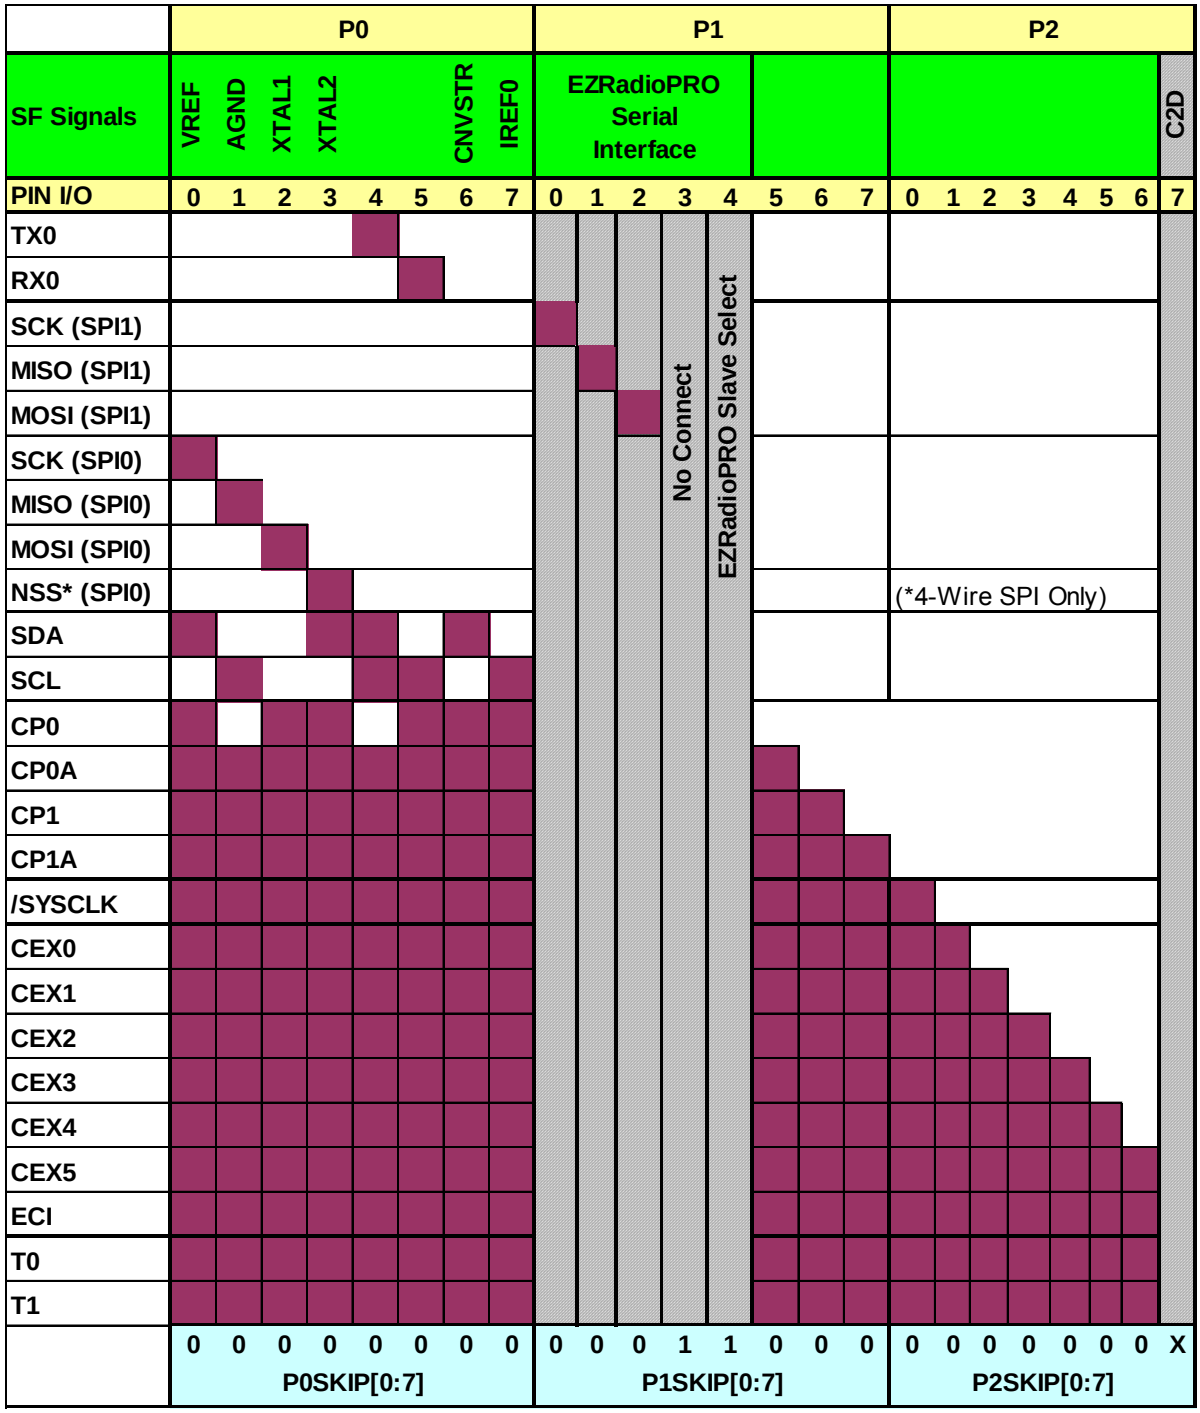
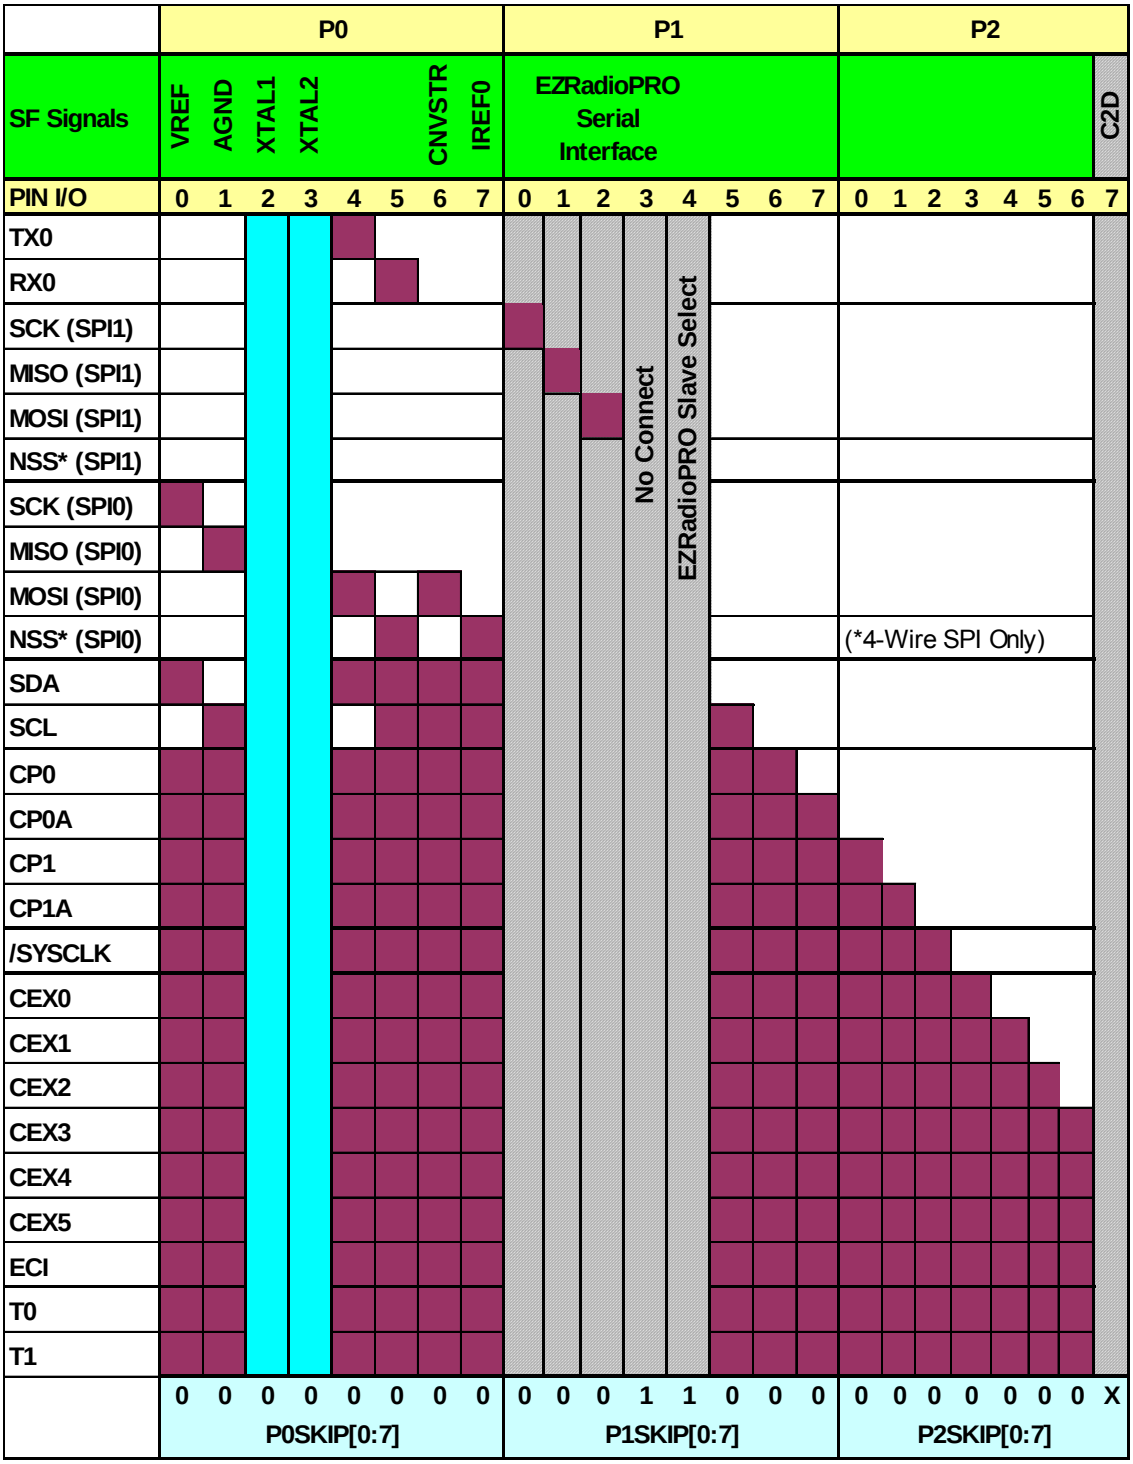

**Figure 21.3. Crossbar Priority Decoder with No Pins Skipped**
**Figure 21.4. Crossbar Priority Decoder with Crystal Pins Skipped**
The Priority Crossbar Decoder assigns a Port I/O pin to each software selected digital function using the fixed peripheral priority order shown in Figure 21.3. The registers XBR0, XBR1, and XBR2 defined in SFR Definition 21.1, SFR Definition 21.2, and SFR Definition 21.3 are used to select digital functions in the Crossbar. The Port pins available for assignment by the Crossbar include all Port pins (P0.0–P2.6) which have their corresponding bit in PnSKIP set to 0.
From Figure 21.3, the highest priority peripheral is UART0. If UART0 is selected in the Crossbar (using the XBRn registers), then P0.4 and P0.5 will be assigned to UART0. The next highest priority peripheral is SPI1. If SPI1 is selected in the Crossbar, then P1.0–P1.2 will be assigned to SPI1. P1.3 will be assigned if SPI1 is configured for 4-wire mode. The user should ensure that the pins to be assigned by the Crossbar have their PnSKIP bits set to 0.
For all remaining digital functions selected in the Crossbar, starting at the top of Figure 21.3 going down, the least-significant unskipped, unassigned Port pin(s) are assigned to that function. If a Port pin is already assigned (e.g., UART0 or SPI1 pins), or if its PnSKIP bit is set to 1, then the Crossbar will skip over the pin and find next available unskipped, unassigned Port pin. All Port pins used for analog functions, GPIO, or dedicated digital functions such as the EMIF should have their PnSKIP bit set to 1.
Figure 21.3 shows the Crossbar Decoder priority with no Port pins skipped (P0SKIP, P1SKIP, P2SKIP = 0x00); Figure 21.4 shows the Crossbar Decoder priority with the External Oscillator pins (XTAL1 and XTAL2) skipped (P0SKIP = 0x0C).
- For given XBRn, PnSKIP, and SPInCN register settings, one can determine the I/O pin-out of the device using Figure 21.3 and Figure 21.4.